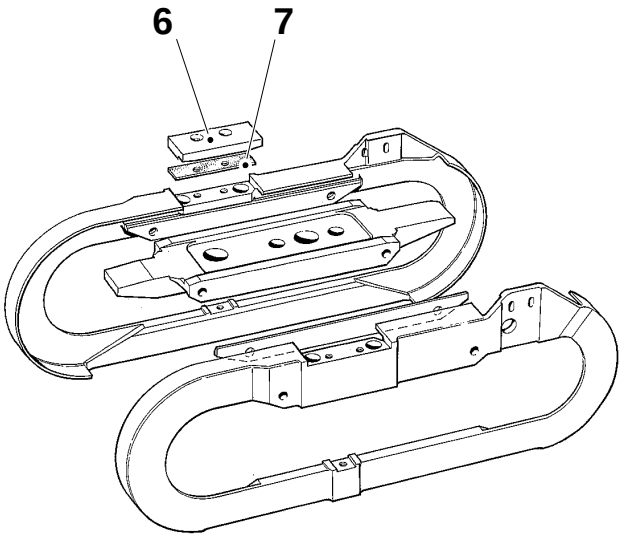

Fig. 15
k) Fit the plate (6) and the shim (7), see fig 15.